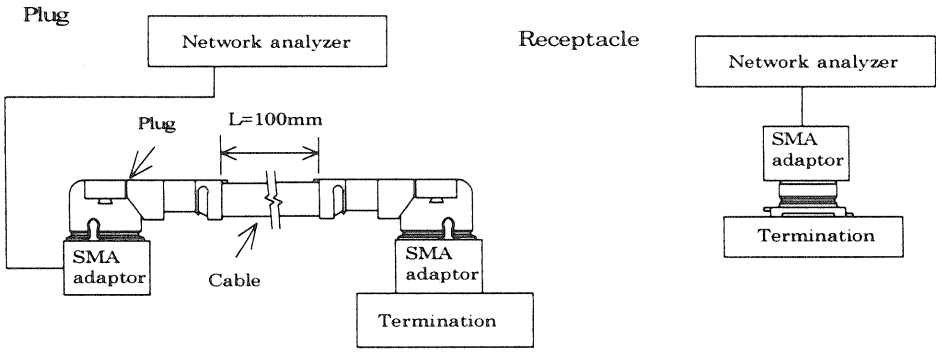

Fig.3
(3) Dielectric withstanding voltage / 耐電圧
(4) VSWR
A. Testing : Measure the VSWR as shown in Fig.3 by the network analyzer.
A.試験法: ネットワークアナライザーにて Fig.3 のようにVSWRを測定する。